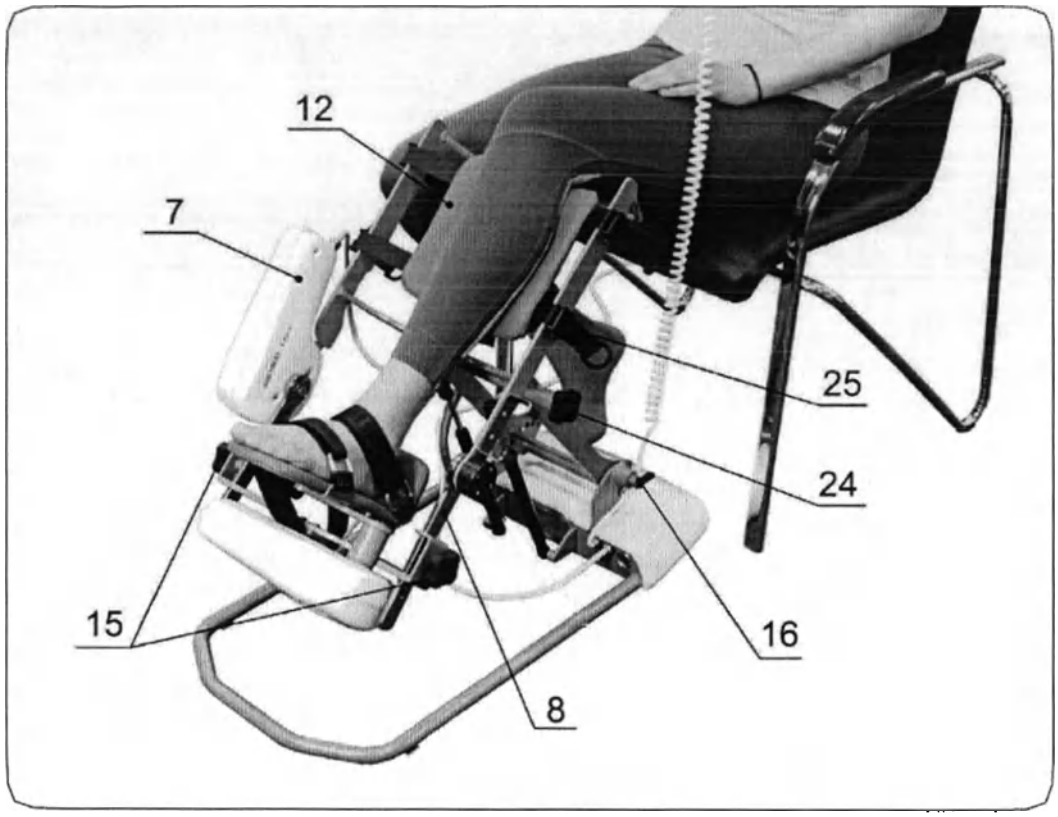

Рисунок 6.2 – Размещение пациента на аппарате
6.3.1 Разместите поврежденную конечность на аппарате как показано на рис. 6.2.